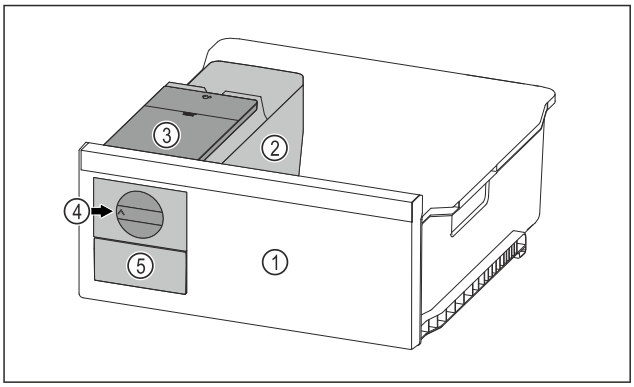

Fig. 128 Example illustration
▶ Turn the rotary knob *Fig. 128 (4)* clockwise as far as it will go.
▷ Ice cubes fall from the ice cube tray into the ice cube drawer *Fig. 128 (5)*.